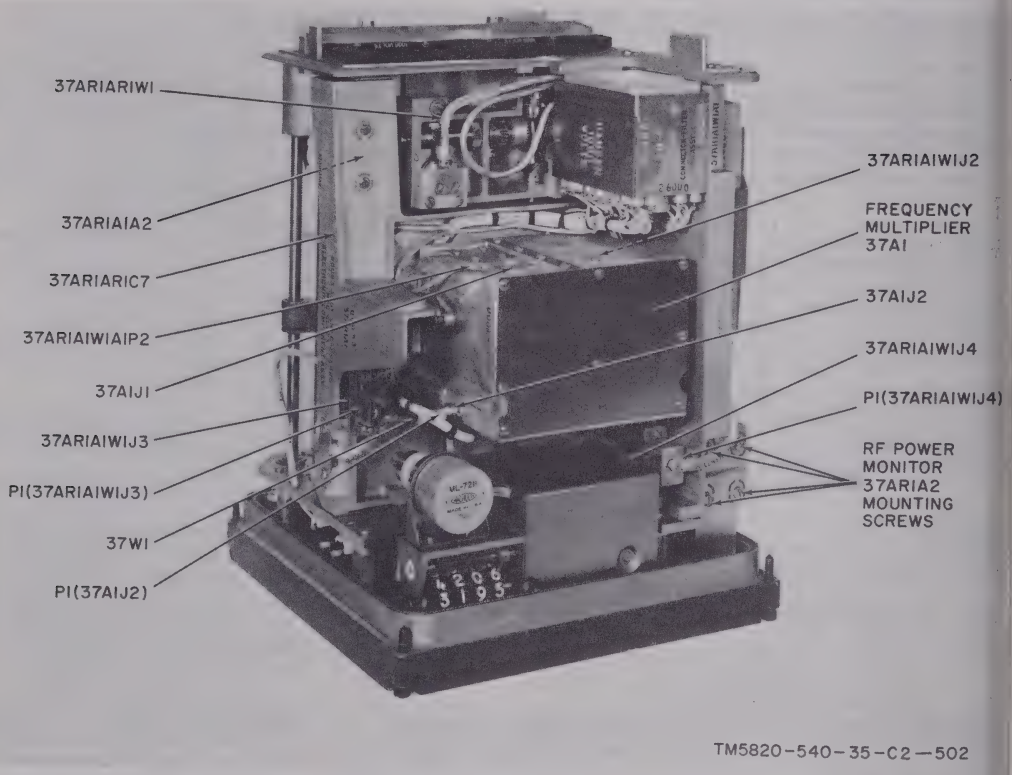

Figure 3-42. Band II transmitter RF head, top view.
d. Defective driver cathode/driver heater.	*d.* Measure the power at 37A1J2 (fig. 3-42) (para 3-71). If normal, check the voltage across TP1 and TP3 of voltage regulator assembly 37AR1A1A1 (para 3-73). If
(1) Loosen the two screws securing plug P1 (37AR1A1W1J3) to chassis connect 37AR1A1W1J3 (fig. 3-42). Disconnect P1 fro 37AR1A1W1J3.
(2) Set the XMTR CHANNEL control t channel 624.
(3) Using the multimeter, check for corre